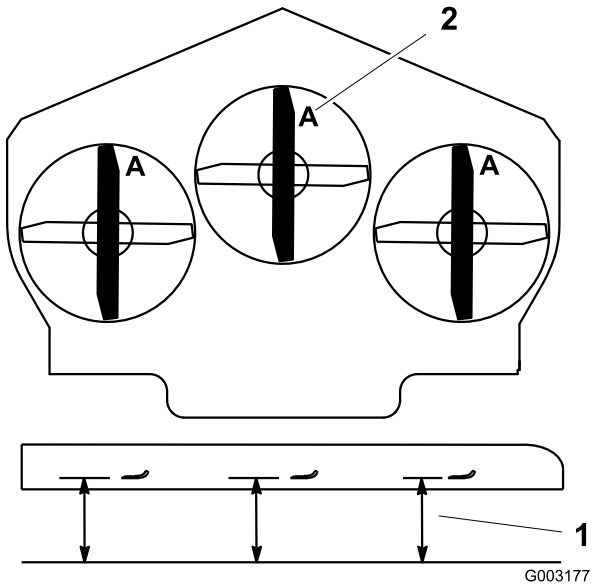

**Figuur 80**
3. Draai de messen totdat de uiteinden in de lengterichting liggen (Figuur 80). Meet de afstand tussen een horizontaal oppervlak en de snijrand, stand **A**, van de messen (Figuur 80). Noteer deze afstand.